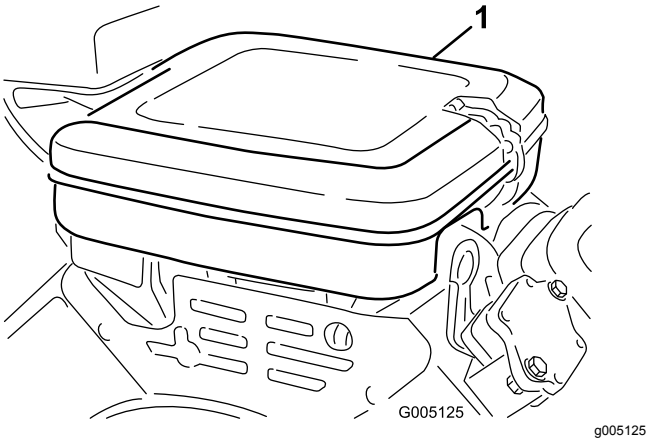

Figur 45
1. Rengör kåpan ordentligt (Figur 45).